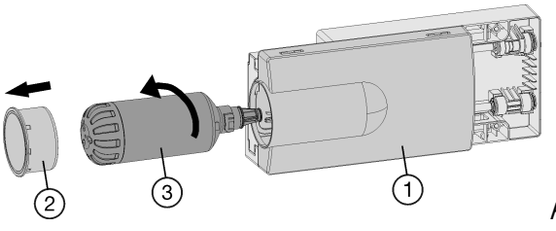

*Fig. 49*
▶ Pull out the tray *Fig. 49 (1)*, if necessary.
▶ Remove the filter cover *Fig. 49 (2)*.
▶ Turn the water filter *Fig. 49 (3)* approximately 100° counterclockwise and pull it out.